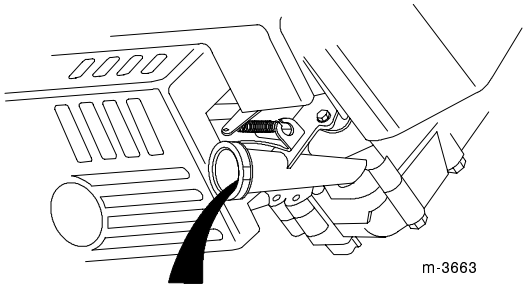

Bild 25
6. Kippen Sie den Rasenmäher auf seine **linke** Seite (Luftfilter hoch) und lassen das Öl in das Gefäß ablaufen (Bild 25).